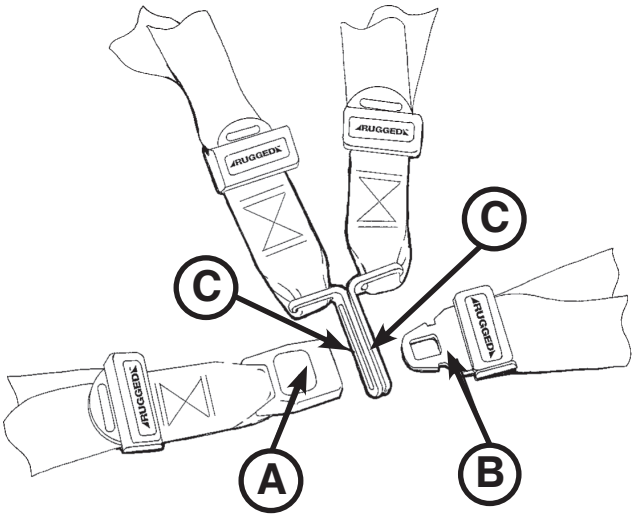

Figur 46
- **Selen åbnes** ved at trykke på den røde knap (A) foran på spændebeslaget. Derved frigøres spændetungen (B), som derpå kan trækkes ud af spændebeslaget (Figur 46).